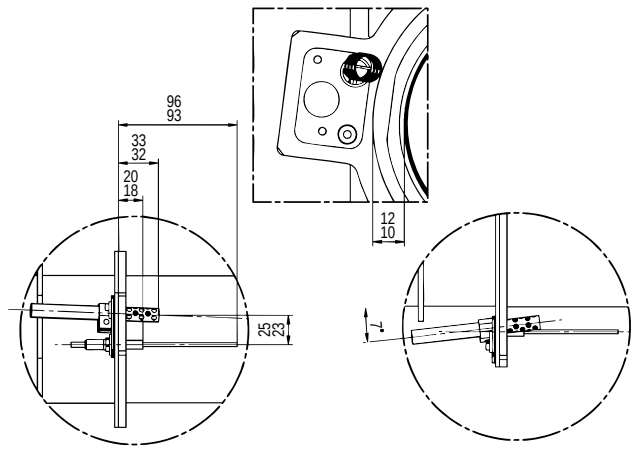

Fig 36. Hot Surface Igniter and Flame Sensing Probe Positions
8. Remove and inspect HSI and flame probe, make sure they are free from debris or deposits. Test the electrical resistance value of HSI & if above 200 ohms (cold), replace the HSI. Check respective positions – See Fig 36
Make sure the positions of the igniter and probe are as recommended in Fig 36.